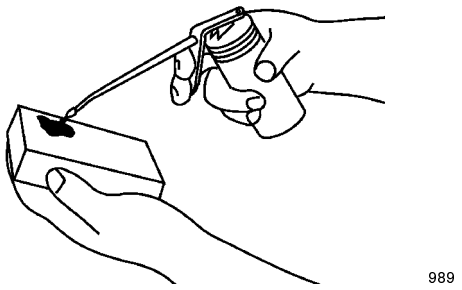

Figure 18
5. Apply one tablespoon of *SAE 30W* oil to the air filter (Fig. 18).